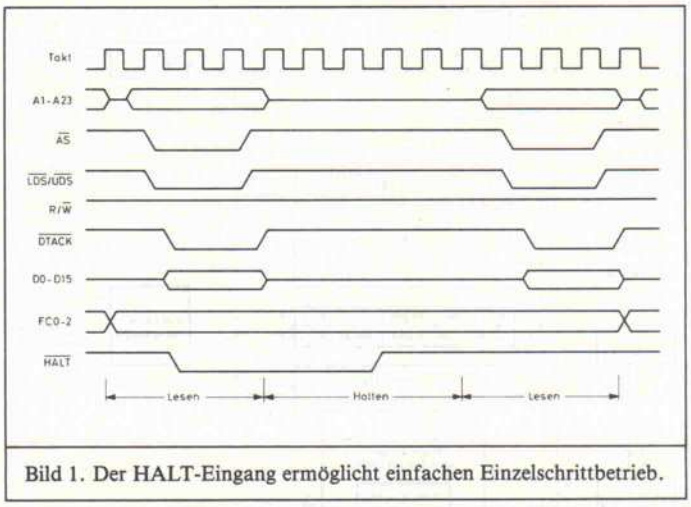
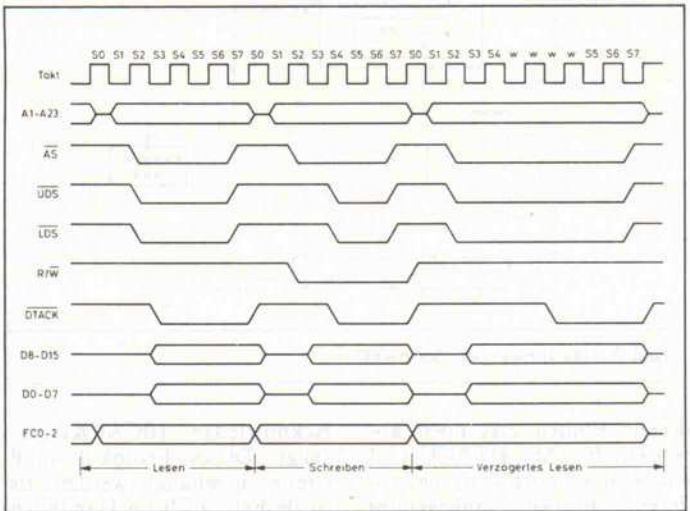

Bild 1. Der HALT-Eingang ermöglicht einfachen Einzelschrittbetrieb.
Bild 2. Das Schreiben und das Lesen ... beim 68000
Der Clou des Bus-Monitors besteht darin, daß der 68000 eine HALT-Leitung besitzt, mit der der Prozessor zum Ende eines jeden Buszyklus angehalten werden kann. Dadurch ist recht einfach ein Einzelschrittbetrieb möglich. Bild 1 zeigt den zeitlichen Ablauf einer Haltoperation im Einzelschrittbetrieb. Schalter S5 bestimmt den Einzelschritt- oder den Laufmodus. In Stellung Einzelschritt wird die CPU sofort angehalten. Zwei Gatter des ICs 12 bilden je ein Flipflop zum Entprellen des Schalters und des Tasters T1. Wird jetzt Taster T1 betätigt, so erhält FF2 von IC10 einen Taktimpuls und gibt damit über das UND-Gatter von IC13 die HALT-Leitung frei. Die CPU beginnt einen Buszyklus. Address Strobe (AS) wird aktiv, also logisch Null, und löscht damit wieder das FF2 von IC10. Dadurch wird die HALT-Leitung wieder aktiviert, und die CPU hält am Ende des Buszyklus wieder an. Bild 2 zeigt den zeitlichen Verlauf eines Lese- und eines Schreib-Zyklus des 68000.
Die Hex-Displays DI5 bis DI10 zeigen die Adresse und DI1 bis DI4 die Daten des zuletzt ausgeführten Bus-Zyklus an. Als Anzeigen wurden die Bausteine TIL311L von Texas Instruments ausgewählt. Sie sind zwar nicht allzu preiswert, dafür aber ausgesprochen platzsparend, da sie bereits Latch, Dekoder und Treiber eingebaut haben. Sie sind über die Bustreiber IC1 bis IC5 an Daten- und Adreßbus angeschlossen und 'horchen' so ständig den Bus ab. Als Anzeige-Strobe-Signal der Adressen und Daten dient die letzte fallende Taktflanke (S6) zu dem Zeitpunkt, an dem der Address Strobe (AS) noch auf logisch Null liegt. Wie man auf Bild 2 sehen kann, ist daher gewährleistet, daß genau das angezeigt wird, was die CPU schreibt oder liest. Da die Anzeige unabhängig von dem 'Data Transfer Acknowledge'-Signal (DTACK) ist, funktioniert der Busmonitor auch, wenn die CPU über die synchronen Steuerleitungen mit den Peripheriebausteinen der 6800-Familie korrespondiert.